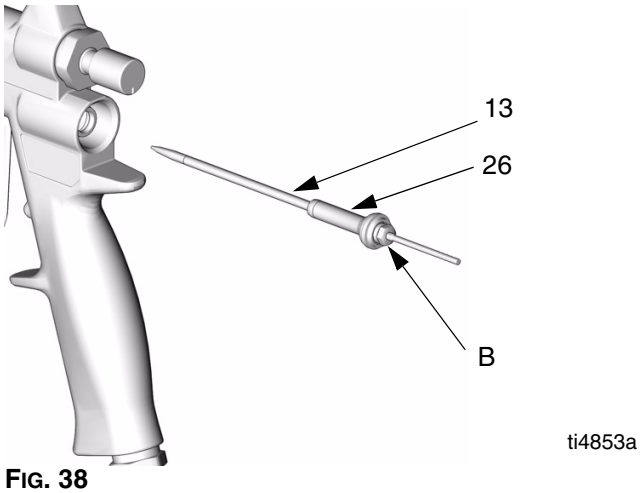

FIG. 38
3. Inspeccione la aguja de fluido (13) en busca de daños o desgaste excesivo. Si fuera necesario, reemplace la punta de la aguja, utilice un adhesivo de roscas de poca fuerza en las roscas de la punta de la aguja.
4. Lubrique el exterior del nuevo conjunto de válvula de aire (26) y colóquelo en la aguja de fluido (13), contra la tuerca (B). Vea FIG. 38.
5. Instale la aguja de fluido (13) y el conjunto de la válvula de aire (26) en la parte trasera de la pistola.